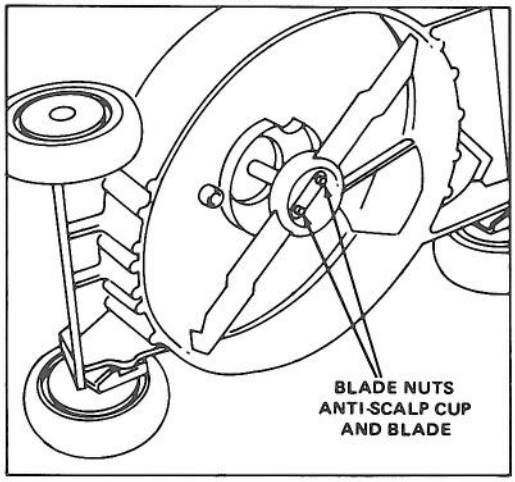

Figure 20
3. Tip mower on its right side (Fig. 20). Avoid rotating blade. Starting problems may result.
5. REMOVING BLADE – Grasp end of blade using a rag or thickly padded glove. Remove blade nuts, anti-scalp cup and blade (Fig. 20).